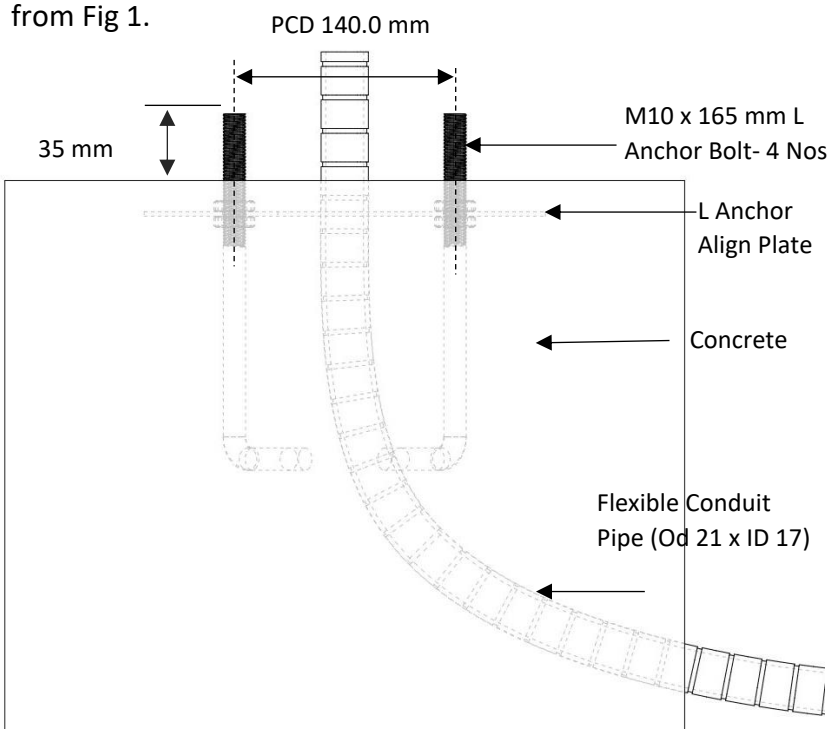

Fig.1
Step 1: To make a concrete foundation as shown in Fig 1. Take the dimensions of the bolt and conduit pipe from Fig 1.